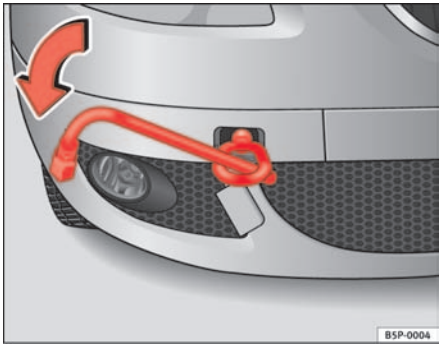
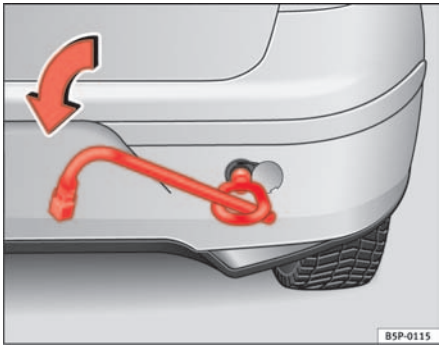

Fig. 194 The front right section of the vehicle: Fitting the front towing eye
Fig. 195 Fitting the towing eye to the rear of the vehicle
– Screw the towing eye as shown by arrow *anti-clockwise* to the limit position in the front ⇒ page 254, fig. 194 or rear ⇒ page 254, fig. 195 threaded hole.